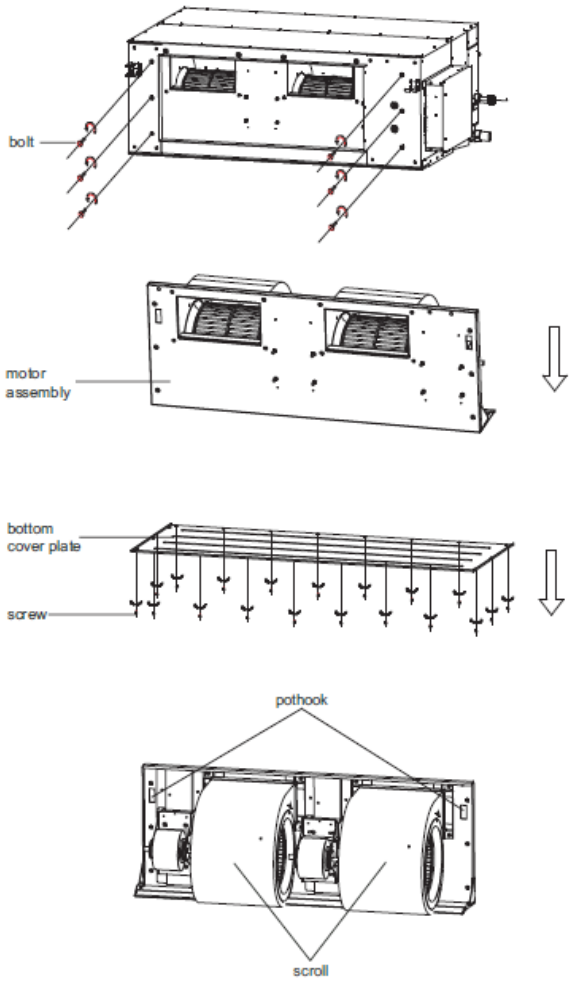

Fig. 34 —Fan disassembly (072-096)
1. Remove the bottom cover plate as shown in Fig. 34.